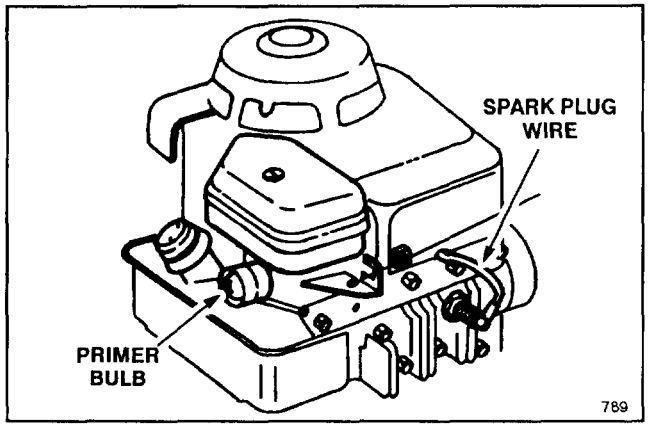

Figure 9
2. Push wire onto spark plug (Fig. 9).
4. Push primer bulb (Fig. 9) three times.
1. Stop the engine and pull the wire off the spark plug (Fig. 9).